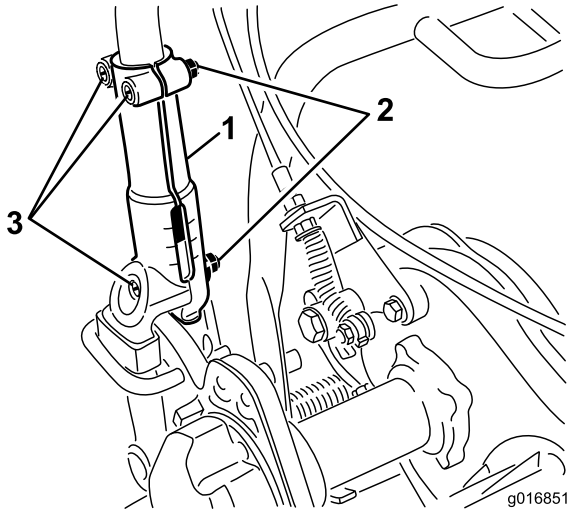

Figuur 23
1. Zet de 3 slotbouten en moeren los waarmee de zijkanten van de handgreep in de handgreepklemmen zijn bevestigd (Figuur 23).